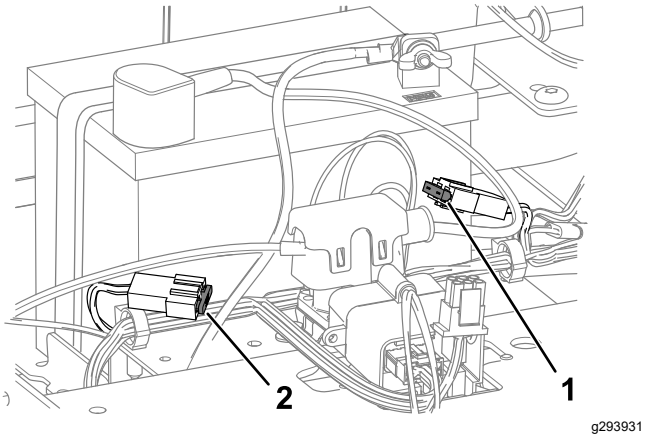

Figuur 50
4. Om een zekering te vervangen, trekt u de zekering eruit (Figuur 50).